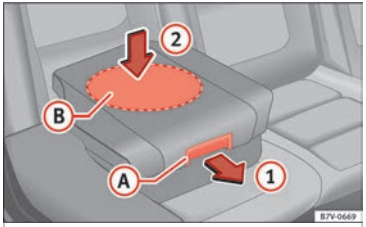

Afb. 97 Geïntegreerd kinderzitje: zitting omlaag brengen.
- Trek de zitting naar voren via de deblokkeerhendel ››› **afb. 97** (A) in de richting van de pijl (1).
- Duw de zitting naar onderen aan de *centrale* zone (B) in de richting van de pijl (2) zodat ze veilig vastklikt ››› ❗. De zijsteunen worden automatisch omlaag geklapt.
Wanneer u het geïntegreerde kinderzitje omlaag brengt, drukt u enkel op het midden van de zitting ››› afb. 97 (2). Anders is het mogelijk dat de zitting verdraait en niet correct vastklikt.